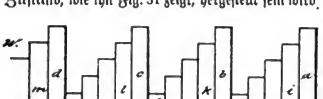

Fig. 31.
1. Plötzlich nach Westen freigestellte Mittel- und Althölzer, besonders Fichten und langschäftige Kiefern, werden vom Winde geworfen, tiefbeasteten und jungen Beständen droht diese Gefahr nicht; demgemäß müssen die Bestände so den Perioden zugeteilt werden, daß Freistellungen solcher sturmgefährdeten Orte nicht erfolgen können, also so, daß die jüngere Periode vor der älteren liegt. Es ergiebt sich daraus von selbst, daß am Anfange des zweiten Umtriebes (theoretisch) der ideale Zustand, wie ihn Fig. 31 zeigt, hergestellt sein wird.
Wird in Fig. 31 *b* gebauen, so hat das keinen Einfluß auf *A* oder *C*, denn hinter ihm liegt ein sturmsicherer Rand (Kultur *e*), wird aber *k* gebauen vor *b*, so hat das großen Einfluß auf den Hiebszug *B*, denn *b* würde dem Sturme preisgegeben, aber es hat wiederum keinen Einfluß auf *A*.